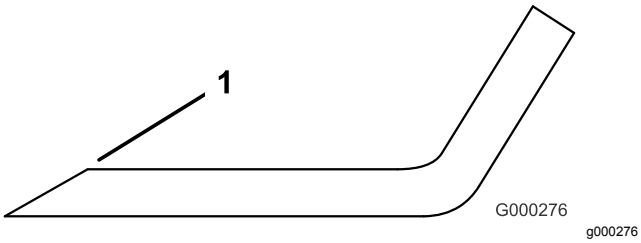

Figur 111
1. Slipa eggarna i båda ändarna av kniven med en fil (Figur 111).
Obs: Om kniven inte är balanserad kan du fila bort lite metall från knivens segeldel (Figur 111).